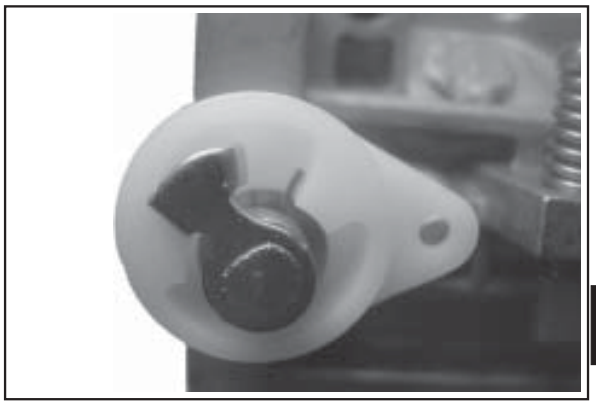

Figure 5-60. Choke Details.
4. Note the position of the spring legs and the choke plate for correct reassembly later. See Figure 5-60. Remove the two screws attaching the choke plate to the choke shaft. Pull the shaft out of the carburetor body and discard the removed parts.
10. Slide the choke shaft and spring into the carburetor. Pivot (preload) the shaft and set the inner leg of the spring, against the formed stop within the choke lever as originally assembled. See Figure 5-60. The opposing leg of the spring must still be between the formed "stops" of the choke shaft.